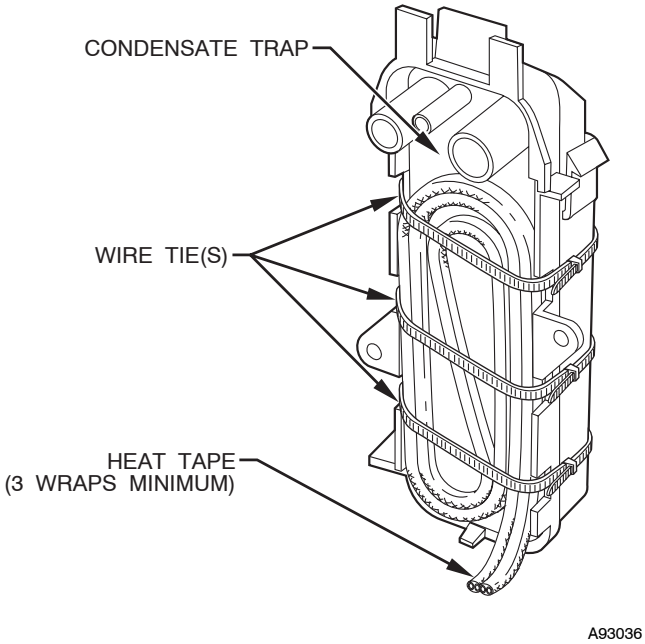

Fig. 45 - Condensate Trap Heat Tape
2. Locate heat tape between sides of condensate trap back. (See Fig. 45.)
3. Use wire ties to secure heat tape in place. Wire ties can be positioned in notches of condensate trap sides. (See Fig. 45.)